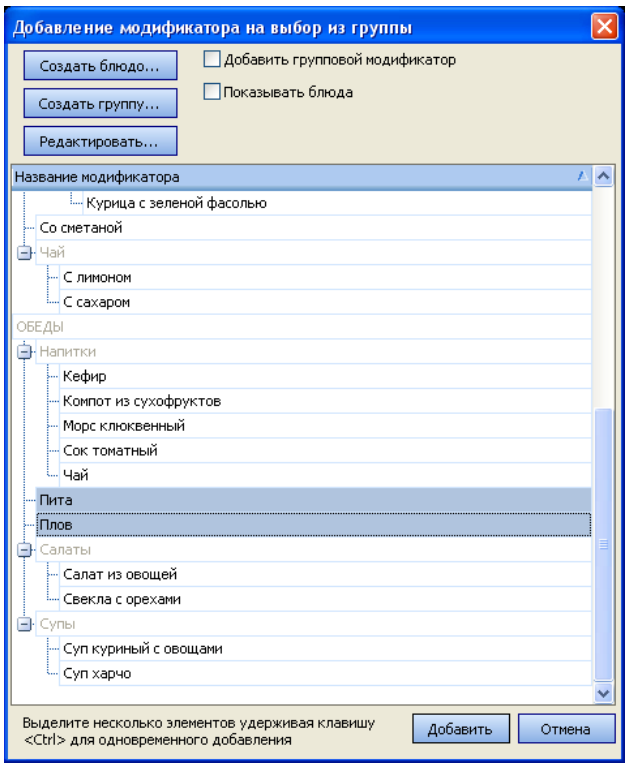

Рисунок 208 Окно Добавление модификатора на выбор из группы
2. В открывшемся окне представлен список созданных ранее модификаторов. По умолчанию предлагается выбрать простые модификаторы. С помощью клавиш <Shift> или <Ctrl> выделите элементы «Пита» и «Плов» и нажмите кнопку **Добавить** (см. Рисунок 208).